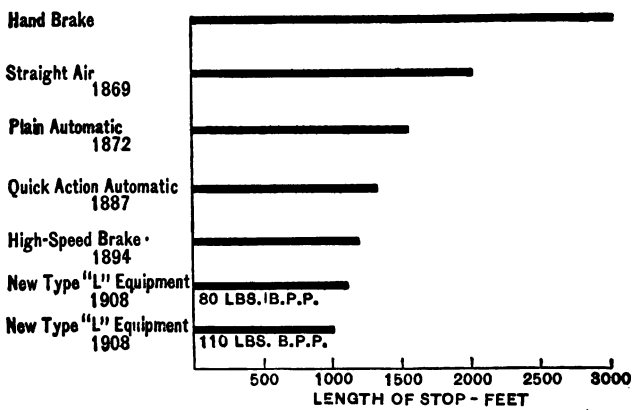

FIG. 62.—PROGRESS OF AIR BRAKE EFFICIENCY AS SHOWN BY COMPARATIVE DISTANCES IN WHICH TRAINS ARE STOPPED.
The cut (Fig. 62) gives an idea of the advancement in air-brake appliances. The figures represent, by scale, stops made by trains going at the same rate of speed, but equipped as indicated.
Q. What does Fig. 62-A on page 190 represent?
Q. With the cocks as shown in Fig. 62-A, which feed valve is operative?